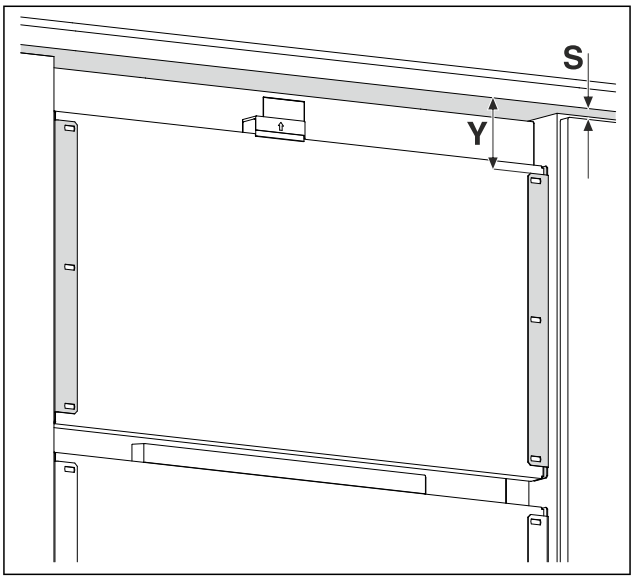

Fig. 16 Example illustration
▶ Measure the distance *Fig. 16 (Y)* from the lower edge of the unit front to the retaining bracket.
▶ Measure the gap *Fig. 16 (S)* from the lower edge of the unit front to the upper edge of the unit door.